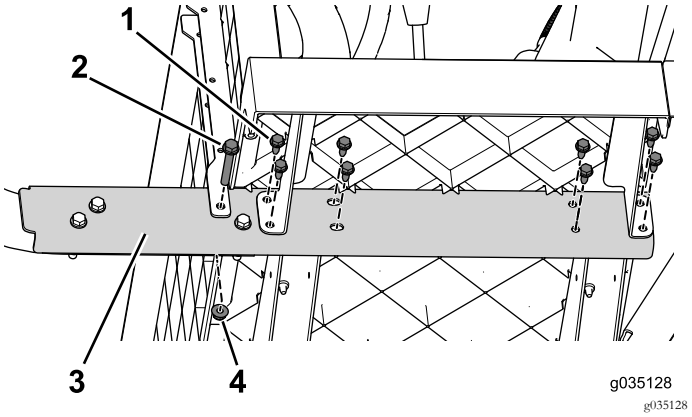

Figura 64
3. Rimuovete i bulloni flangiati (3/8" x 2½") e i dadi che fissano la guida laterale alla macchina (Figura 64). Effettuate questa operazione su entrambi i lati della macchina.
4. Lavorando da davanti verso dietro, rimuovete i bulloni flangiati (5/16" x ¾") che fissano la guida laterale alla macchina (Figura 64). Effettuate questa operazione su entrambi i lati della macchina.